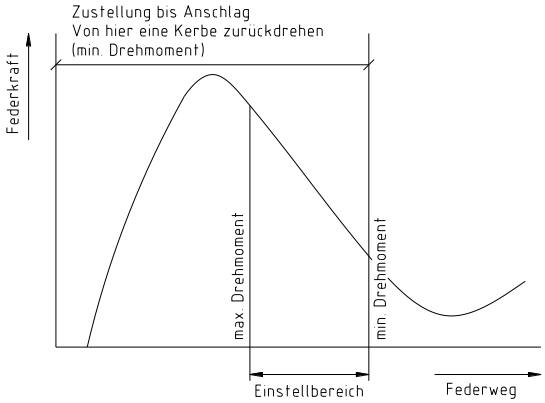

Bild 20: Federkennlinie
- Das voreingestellte Drehmoment entspricht jetzt dem minimalen Auslösemoment (siehe Bild 20).